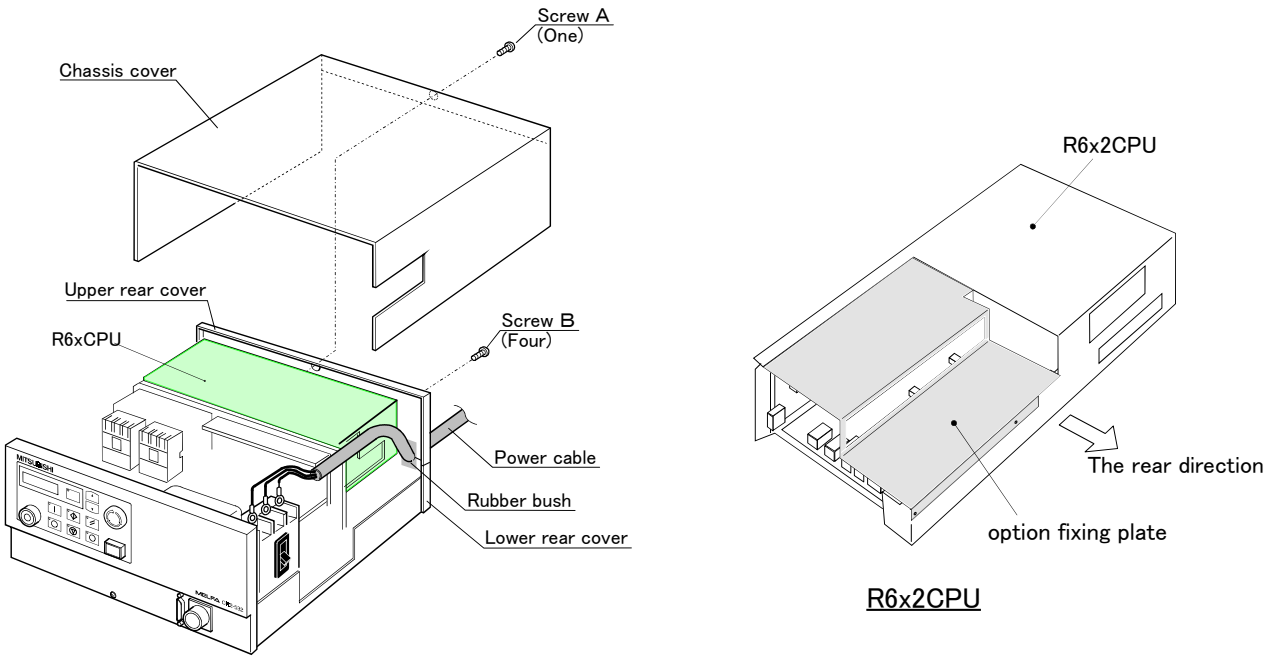

Fig.3-1 : Remove the R6x2CPU(CR2-532)
(1) Wait at least three minutes after turning the power OFF, and then remove the controller chassis cover. (Refer to Fig. 3-1.) To remove the cover, remove the one installation screw A, and slide the cover approx. 100mm toward the back. Then, lift it up.
(2) Remove the upper rear cover by removing the four installation screws B on the back. (Refer to Fig. 3-1.)